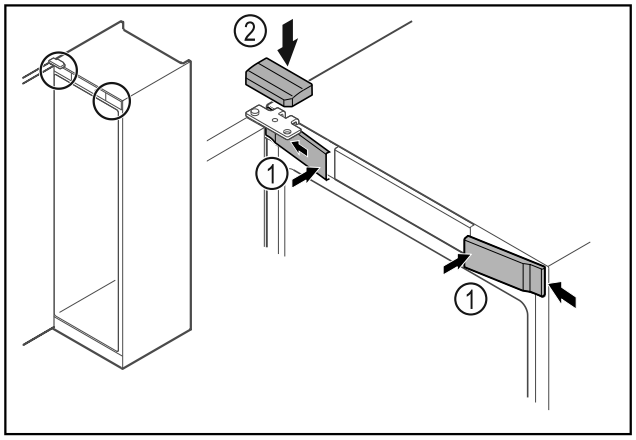

*Fig. 49 **
▶ Зацепите сбоку и защелкните передние крышки *Fig. 49 (1)*.*
▶ Защелкните верхнюю крышку *Fig. 49 (2)* сверху.*